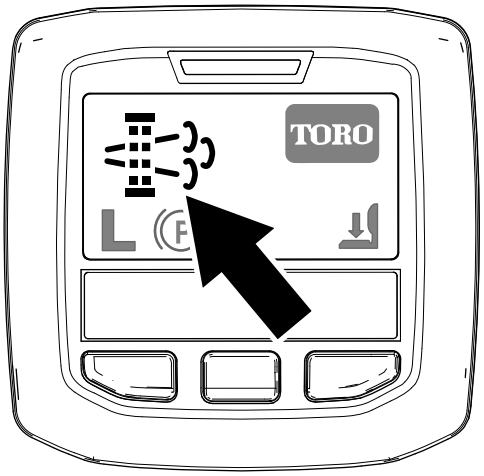

Figur 39
- Symbolen för begäran om parkerad regenerering visas i InfoCenter (Figur 39).